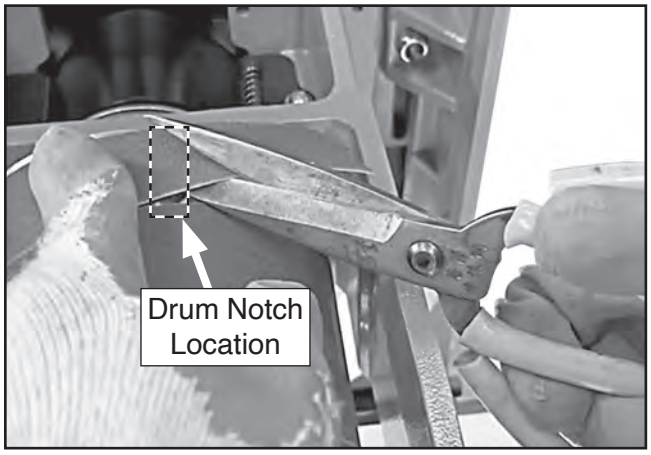

Figure 45. Sandpaper notch cut #2.
2. Make a 45° angle cut approximately 1/4" deep right above drum notch location (see **Figure 45**).